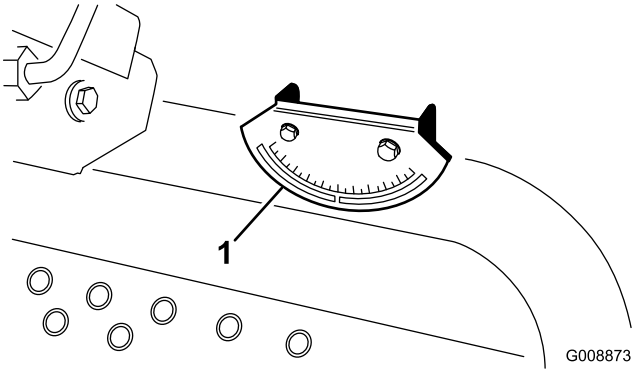

**Figur 5**
2. Kontrollera att maskinen står jämnt genom att placera en bärbar lutningsmätare (följer med maskinen) på ramens tvärbalk vid bränsletanken (Figur 5). Lutningsmätaren bör visa ett värde på noll grader när den avläses från förarsätet.